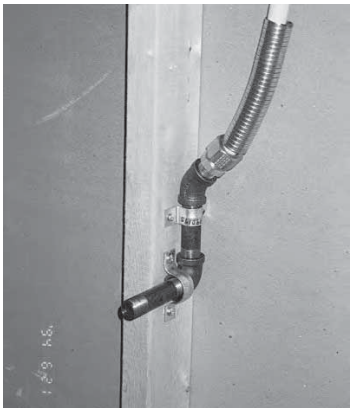

Fig 4-34
c) Stub-outs (Fig. 4-34) – Gastite®/FlashShield™CSST connections to stub-outs fabricated from approved fuel gas piping materials.